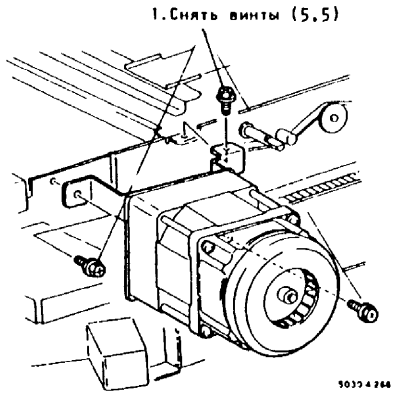

Рис.2. Снятие узла двигателя привода
4. (Рис.2): Снять узел двигателя привода.